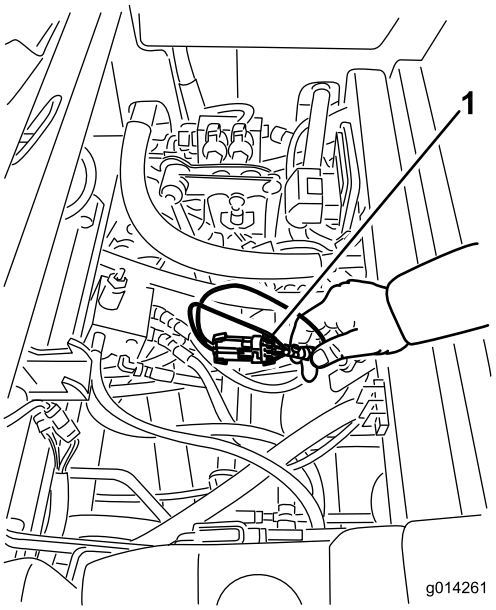

Figura 27
3. Localice el arnés de cables y los conectores, que están situados cerca del controlador (Figura 27).